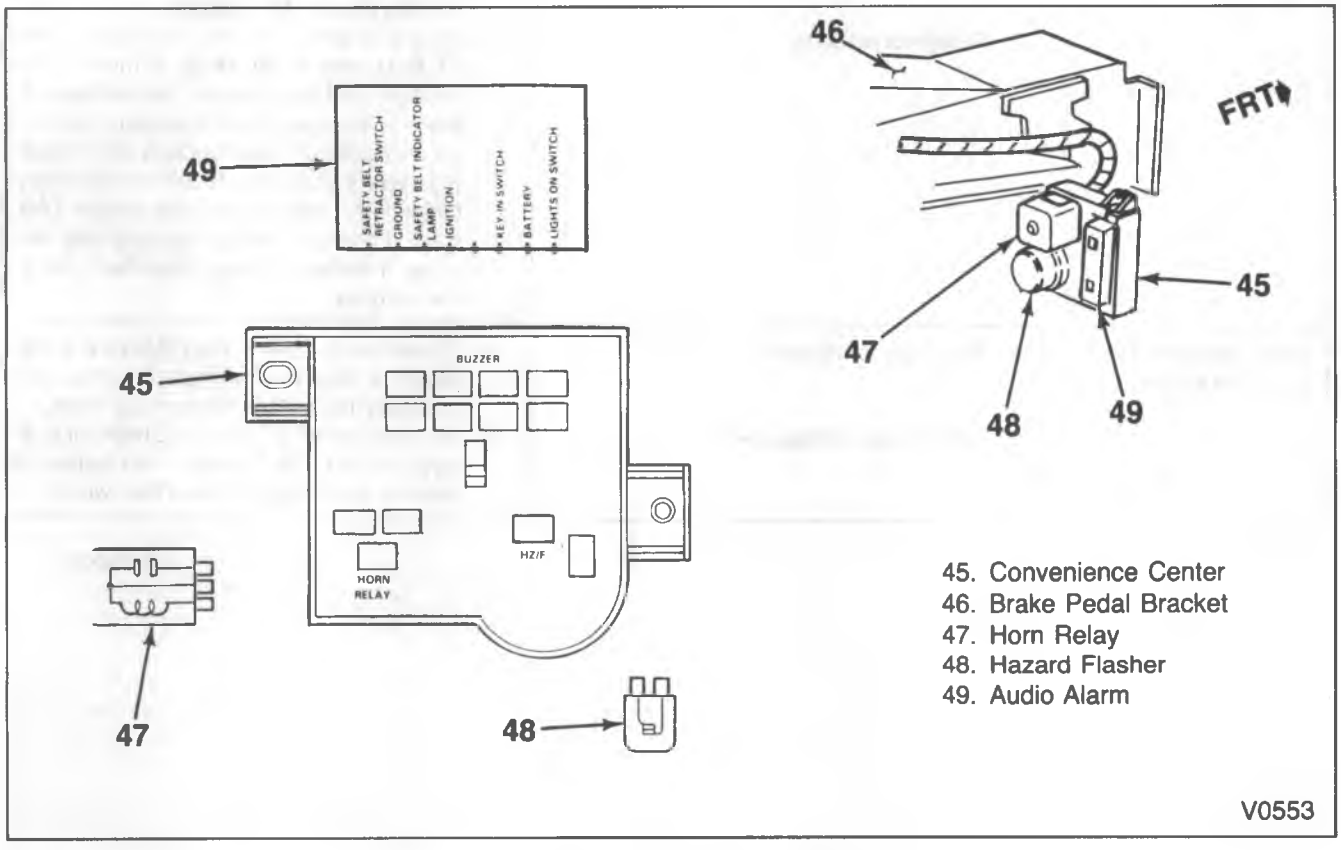

Figure 24—Convenience Center
The horn relay (47), hazard flasher (48) and audio alarm relay (49) are located in the convenience center (45) (figure 24).